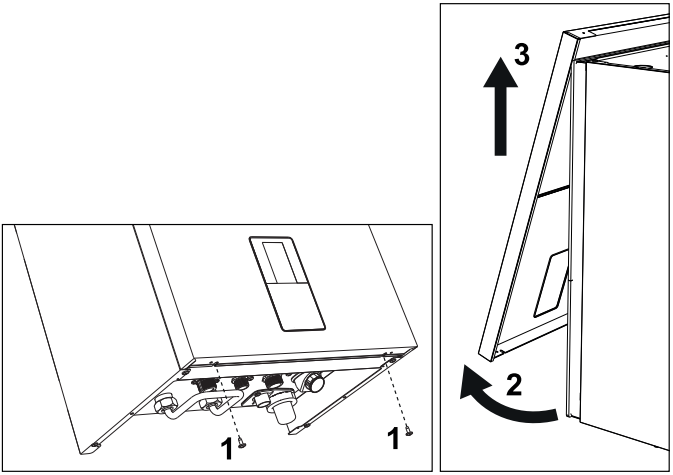

fig. 42- Front panel opening
1. Undo the screws “1” (see fig. 42).